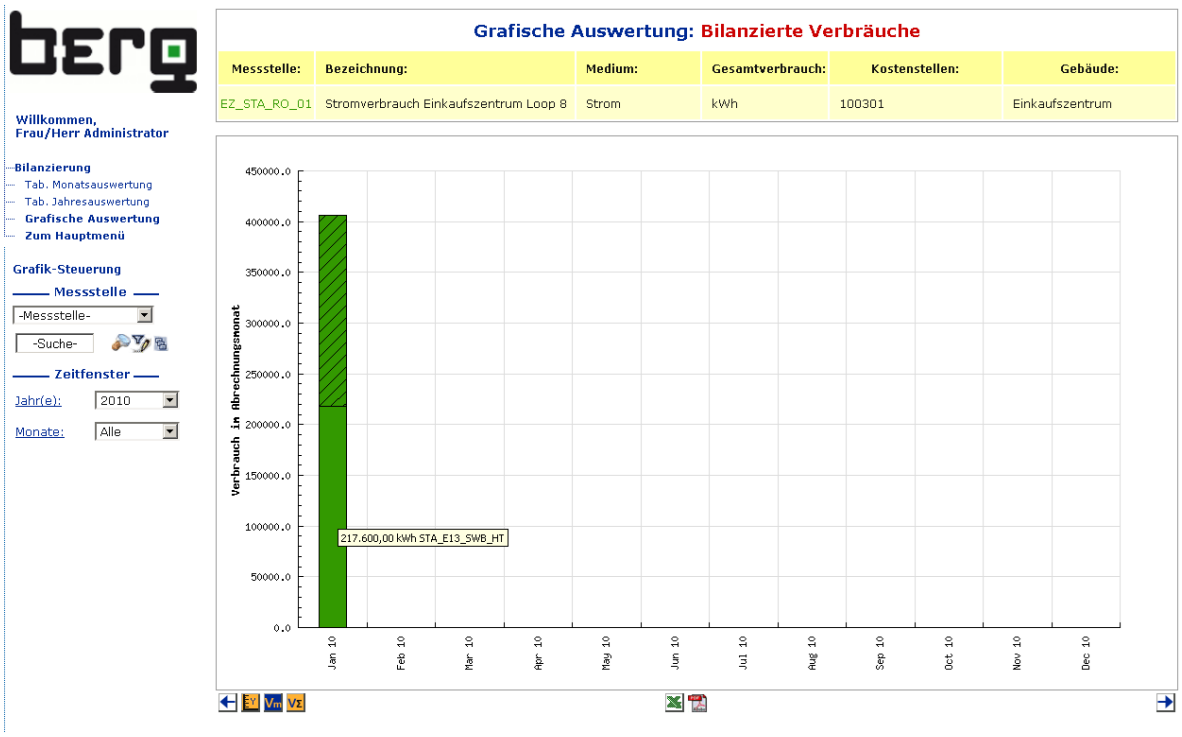

Abbildung 131: Expense-Auswertung mit Tarif-Zeitplan (Grafische Verbrauchsauswertung)
- Grafische Auswertung (grafische Messstellen, Verbrauchsdarstellung) (Beispiel siehe Abbildung 131)